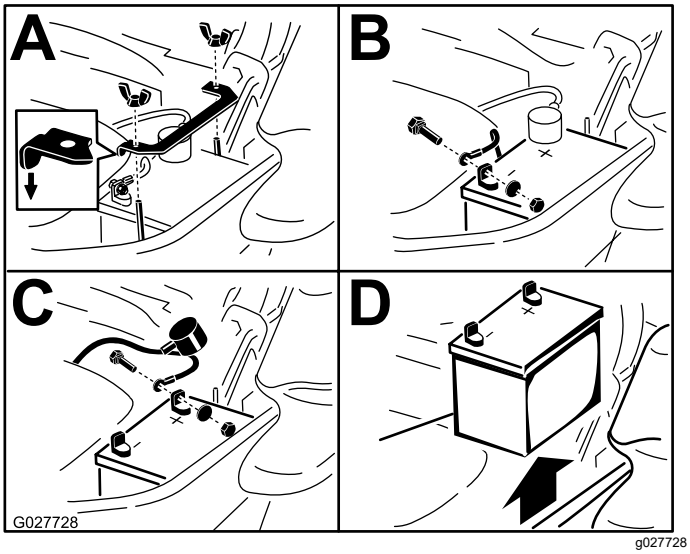

Figur 66
3. Afmonter batteriet som vist i Figur 66.